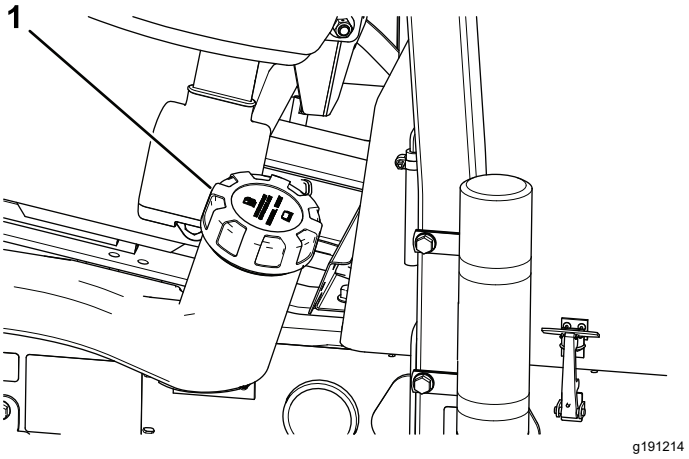

Figur 46
2. Rengør området omkring brændstoftankens dæksel (Figur 46).